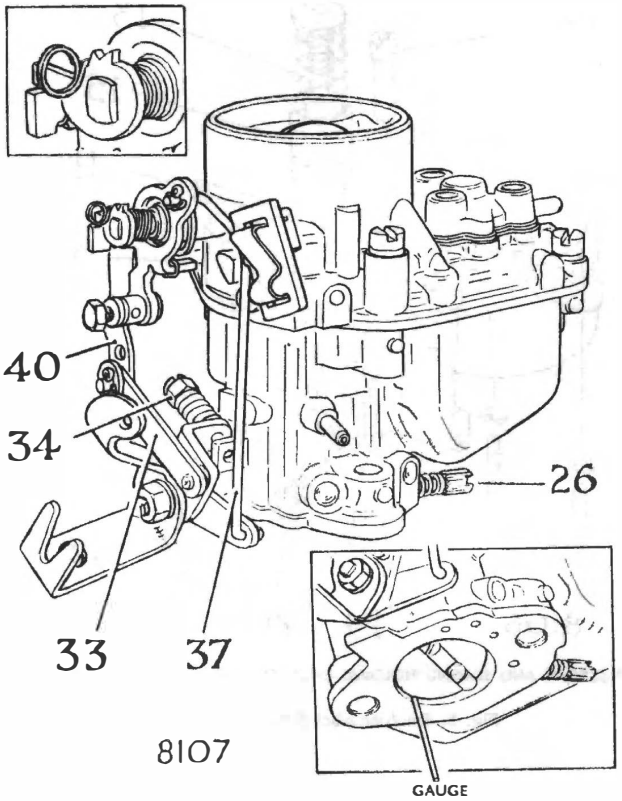

Fig. 6. *External linkage and slow running adjustments*
Slow running — See Fig. 6
Accelerator Pump Stroke — See Fig. 6
This adjustment is made by altering the position of the link (33) connection in the fuel pump operating lever (40). In Fig. 6 it is shown in the position that gives the shortest pump stroke.
See Fig. 6